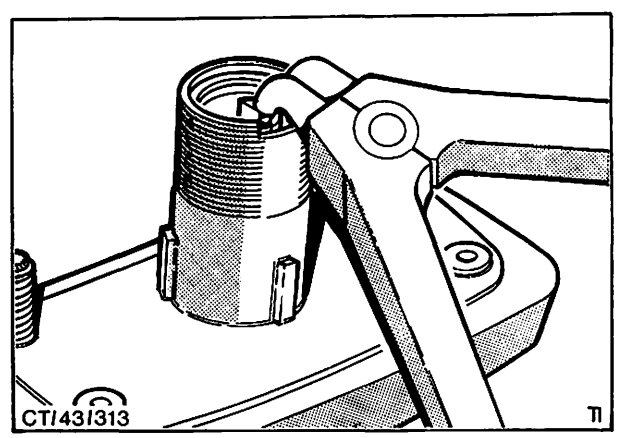

Abb. 56 Sprengring am Griffgehäuse – Rückwandtür montieren
5. Schließzylinder und Feder in das Gehäuse am Rückwandtürgriff einschieben und mit Sprengring sichern, Abb. 56.